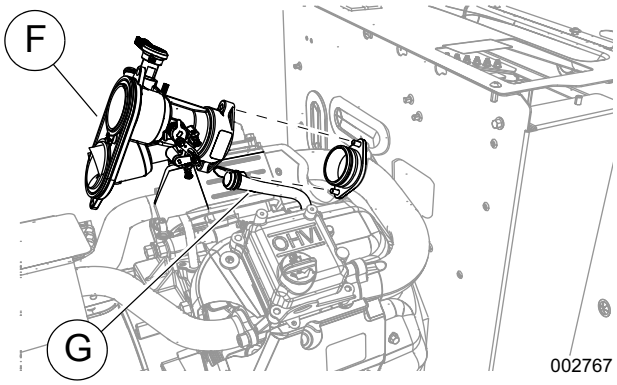

Figure 9. Disconnecting the Mixer
4. See ***Figure 9***. Disconnect and remove the mixer (F) to expose the breather hose (G).